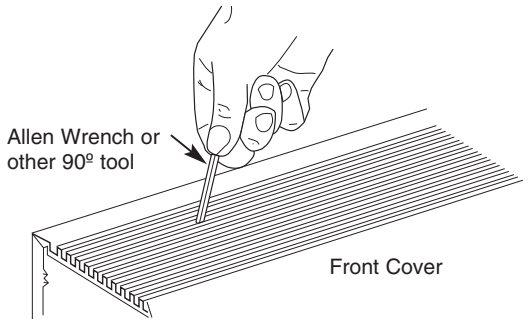

Fig. 6
2. To clean interior of heater will require the removal of the front cover. To remove the front cover, disengage the top rear snap-lock first. Use an “L” shaped tool, such as an Allen Wrench, to lift up under the webs between the back row of slots (See Fig. 6). Start at either end and lift up on the front cover until the tension in the cover pulls the cabinet apart.